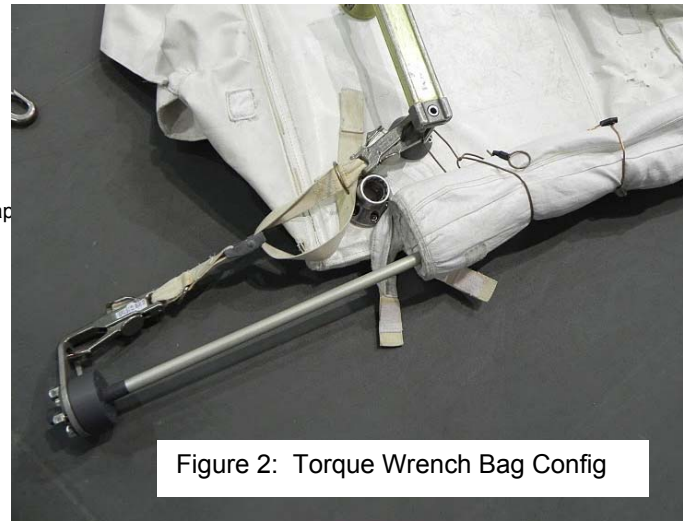

Figure 2: Torque Wrench Bag Config
- ☐☐ Torque Wrench Bag (see fig 2)